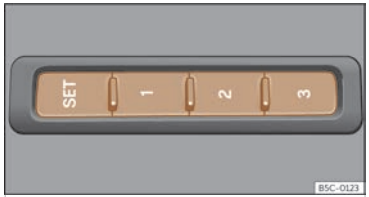

Fig. 95 Al lateral exterior del seient del conductor: tecles de memòria.
- Premeu la tecla **SET** durant més d'1 segon ››› **fig. 95**.